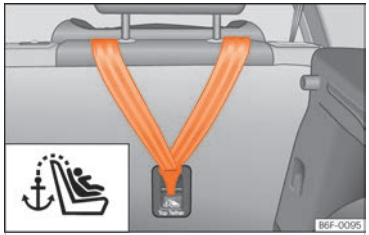

Fig. 41 Rear part of the rear seats: securing rings for the Top Tether belt.
Child seats with a Top Tether system are fitted with an additional belt for fastening to an anchor point in the vehicle. This anchor point is located on the rear of the rear seat backrest (identified with the symbol) and provides better retention ››› Fig. 41.
- Slide the belt and secure it properly with the anchor on the rear seat backrest ››› Fig. 41.